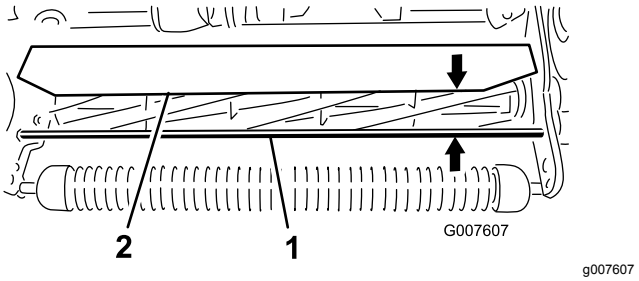

Figur 58
1. Mät avståndet från den övre delen av den främre stödstången till skyddets framkant vid varje ände av klippenheten (Figur 58).